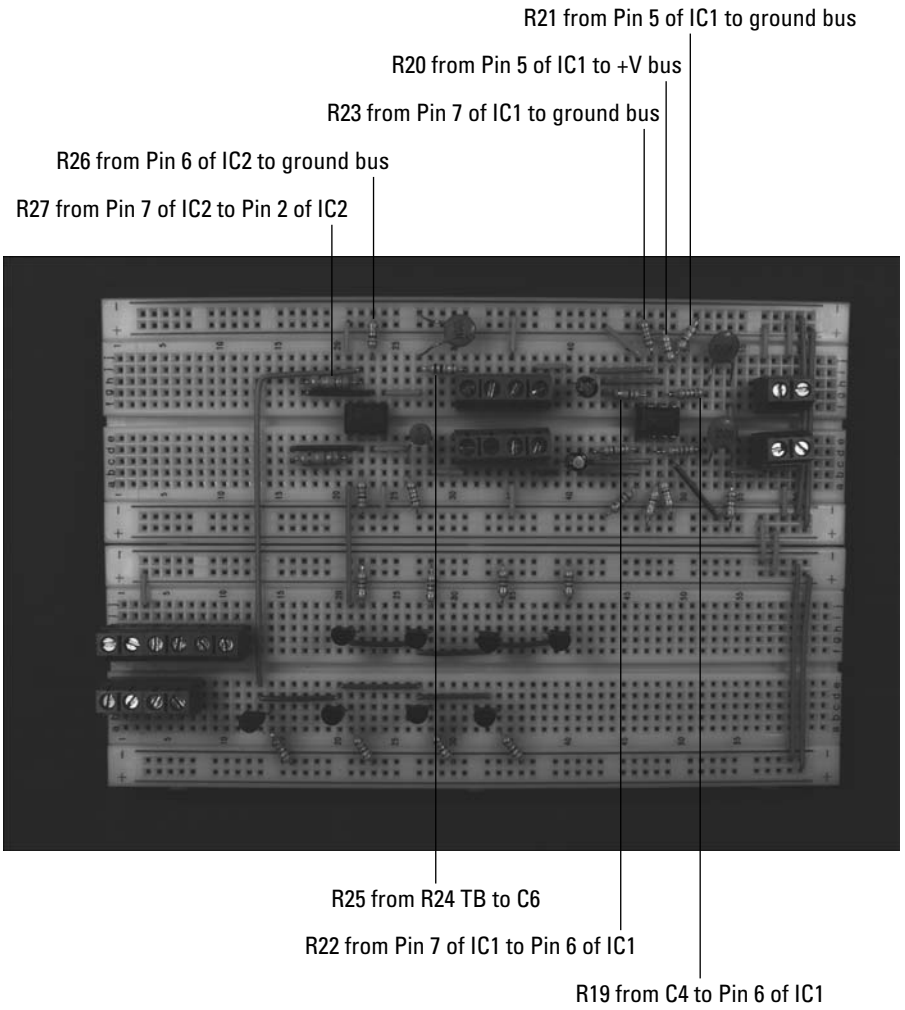

Figure 5-13: Insert the remaining resistors onto the breadboard.
10. **Insert one 2 kohm resistor (R19), two 47 kohm resistors (R20 and R21), one 100 kohm resistor (R22), one 5 kohm resistors (R21), two 1 kohm resistors (R25 and R26), and one 220 kohm resistor (R27) on the breadboard, as shown in Figure 5-13.**